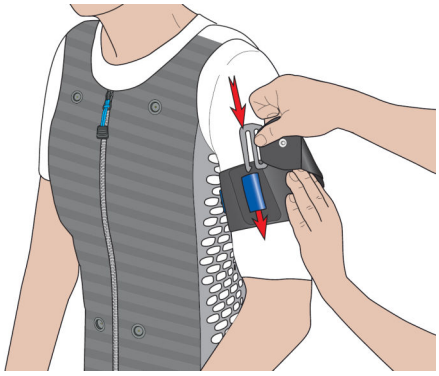

Fig. 40: Closing the i-body® straps flex
8. Insert the hook into one of the loops (Fig. 40). Adjust the width so that it is comfortable for the athlete and at the same time provides enough contact pressure.